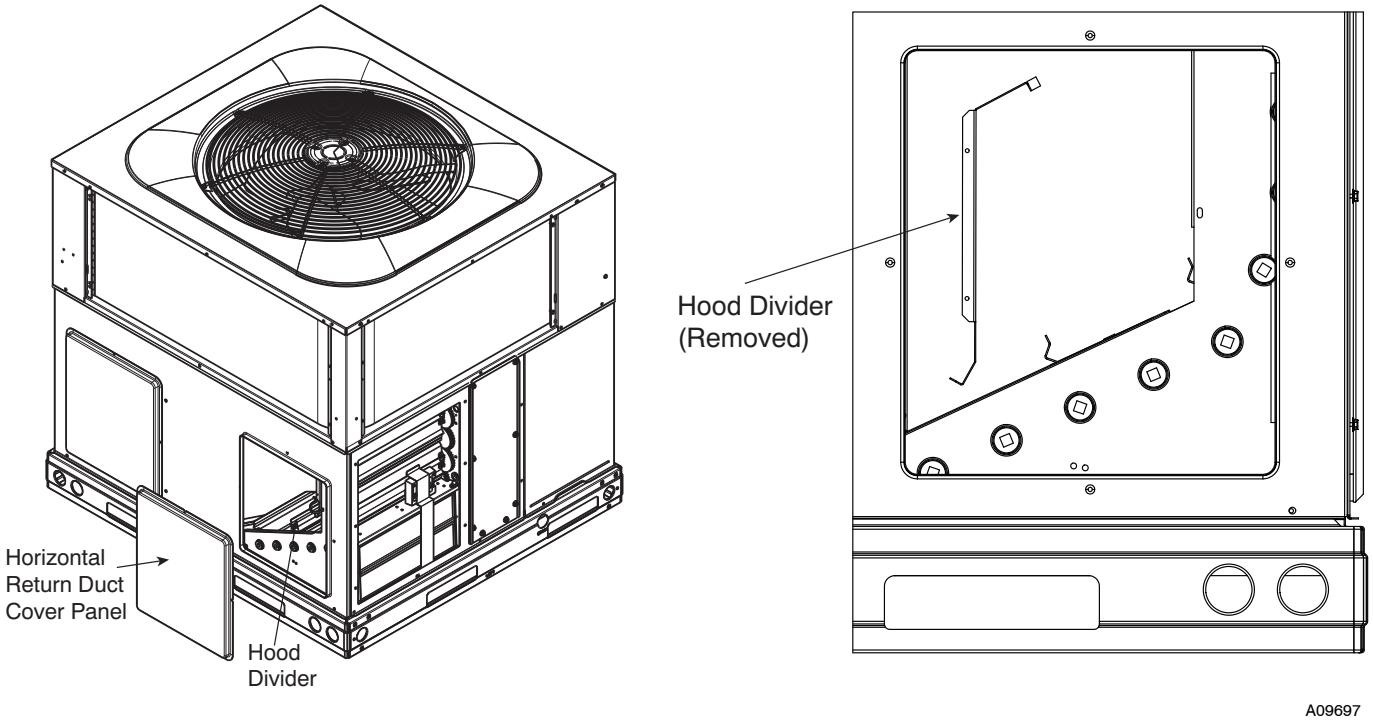

Fig. 35 - Horizontal Return Duct Cover Panel and Hood Divider Removal
4. Remove horizontal return duct cover panel and cut the wire ties that hold the hood divider to the economizer assembly. Slide hood divider off from the two slots holding it in place and place next to the unit. See Fig. 35.